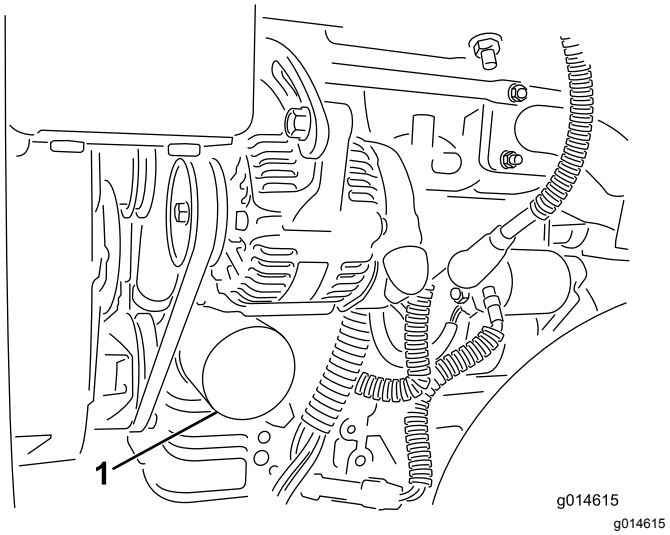

Rysunek 34
2. Wyciągnij filtr oleju (Rysunek 34). Nałóż cienką warstwę czystego oleju na uszczelkę nowego filtra.